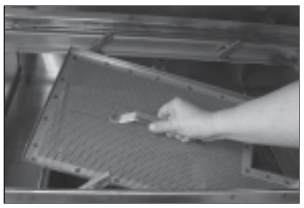

**Figure 2-**
2. Pull drain lever(s) to drain water. Remove scrap screens and scrap baskets (internal and external ,if applicable). Clean inside of the tanks and flush with clean water. Back flush the scrap screens until clean. (See Figs 2 & 3)